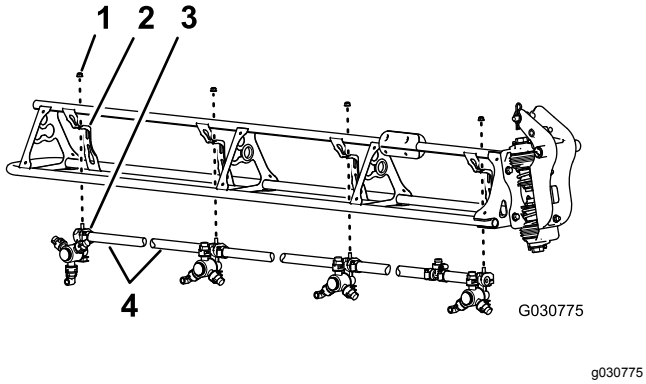

Figur 120
1. Skær slangen mellem de 2 sprøjtedyser (Figur 120).
2. Fjern flangelåsemøtrikken (5/16 tomme), der fastgør sprøjtedyse til dysestøtten (Figur 120).